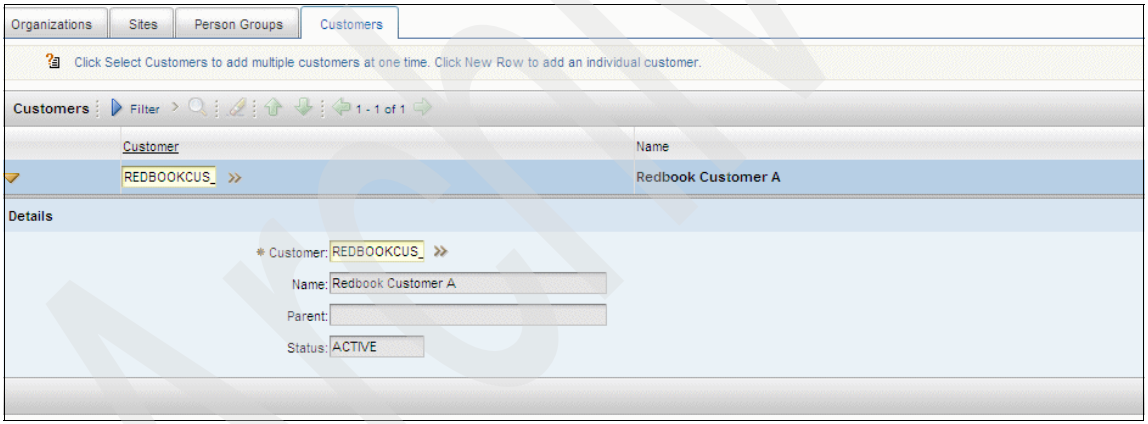

Figure 3-66 Bulletin Board (SP)
3. Select customer **REDBOOKCU-A** and save, as shown in Figure 3-66.